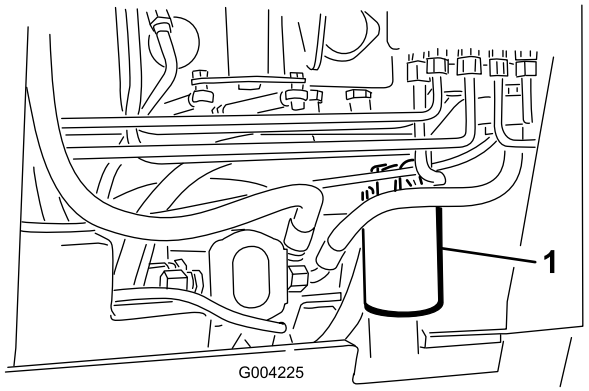

Figuur 55
4. Plaats een opvangbak onder het filter (Figuur 55).
5. Verwijder het oude filter (Figuur 55) en veeg het oppervlak van de pakking van het filtertussenstuk schoon.
7. Monteer het nieuwe hydraulische filter op het filtertussenstuk (Figuur 55). Draai het filter rechtsom totdat de rubberen pakking contact maakt met het filtertussenstuk. Draai het filter vervolgens nog eens 3/4 slag.